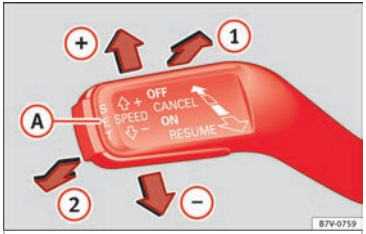

Fig. 46 On the left of the steering column: switches and controls for operating the CCS
- Switching on the CCS: move the lever to **ON** (1) ››› **Fig. 46**. The system switches on but it does not control the speed as no speed has been programmed.
- Activating the CCS: press the **SET** (A) ››› **Fig. 46** button. It memorises and maintains the current speed.
- Temporarily switching off the CCS: move the lever to **CANCEL** (2) ››› **Fig. 46** and release it or press the brake or clutch pedal. The cruise control system is switched off temporarily.
- Reactivating the CCS: move the lever to **RESUME** (1) ››› **Fig. 46** and release it. The memorised speed is saved and controlled again.
- Switching off the CCS: move the lever to position **OFF** (2) ››› **Fig. 46**. The system is disconnected and the memorised speed is deleted.